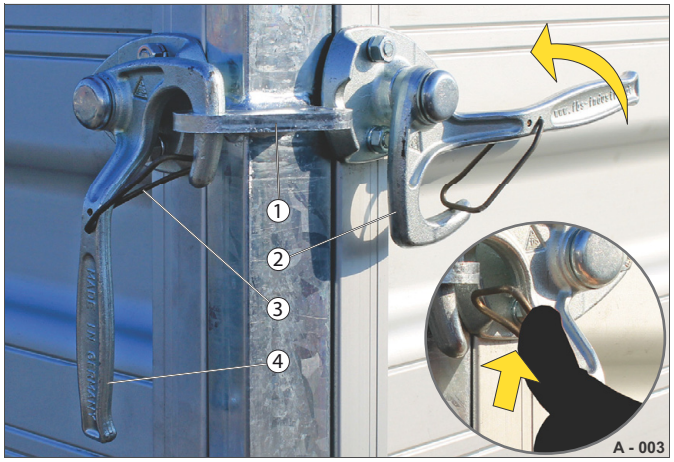

Abb. 8 Úhlový pákový uzávěr (HTK, HT, kufrová nástavba, nástavba na koně)
▶ Zatlačte zajišťovací pružinu (Abb. 8/3) a zároveň natočte úhlovou páku (Abb. 8/4) tak, aby vyjela z oka (Abb. 8/1). Háček (Abb. 8/2) se uvolní.